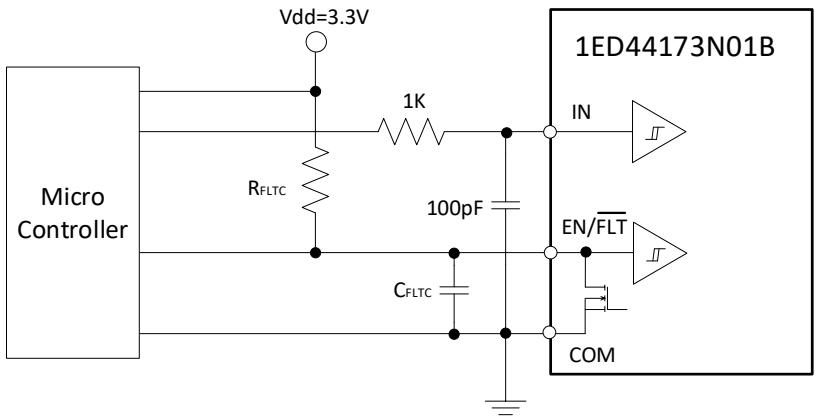
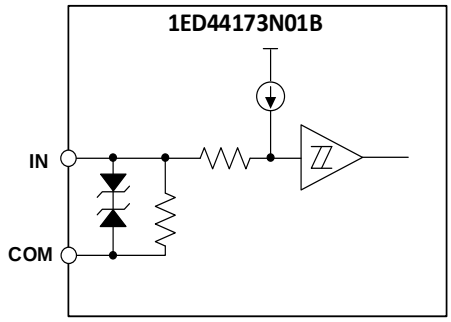

Figure 3 Recommended microcontroller I/O interface circuit
Figure 4 Simplified input structure diagram of 1ED44173N01B
- To prevent signal oscillations, an RC coupling is recommended as illustrated in Figure 3.
Figure 3 shows the I/O interface circuit between a microcontroller (µC) or digital signal processing (DSP) unit and the 1ED44173N01B. The 1ED44173N01B input logic is active-high. The $\mathrm{EN}/\overline{\mathrm{FLT}}$ output is an open-drain configuration. This signal should be pulled up to high by an external logic power supply with a pull-up resistor. RC (1 KΩ / 100 pF) is recommended for the input pin to prevent input noise.
As shown in Figure 4, the 1ED44173N01B input signal section integrates a pull-down resistor. Therefore, when using an external filtering resistor between the microcontroller output and 1ED44173N01B input, pay attention to the signal voltage drop at the 1ED44173N01B input terminal. It should fulfill the logic "1" input voltage requirement. For instance, R = 1 kΩ and C = 100 pF are recommeded for the parts shown in Figure 3.